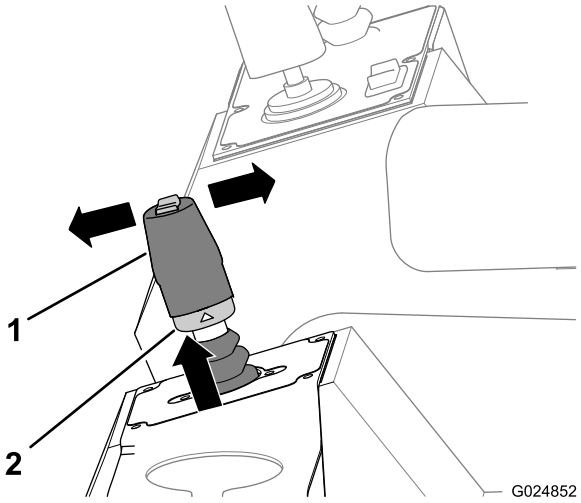

Рисунок 47
2. Поднимите стопорное кольцо в нижней части рукоятки джойстика (Рисунок 47).
- Переместите рычаг вперед (в направлении передней части машины), чтобы машина двигалась вперед (Рисунок 47).
- Переместите рычаг назад (в направлении задней части машины), чтобы машина двигалась назад (Рисунок 47).
4. Отпустите стопорное кольцо и рычаг (Рисунок 47).
5. Верните рычаг в положение «Нейтральное», чтобы остановить машину (Рисунок 47).